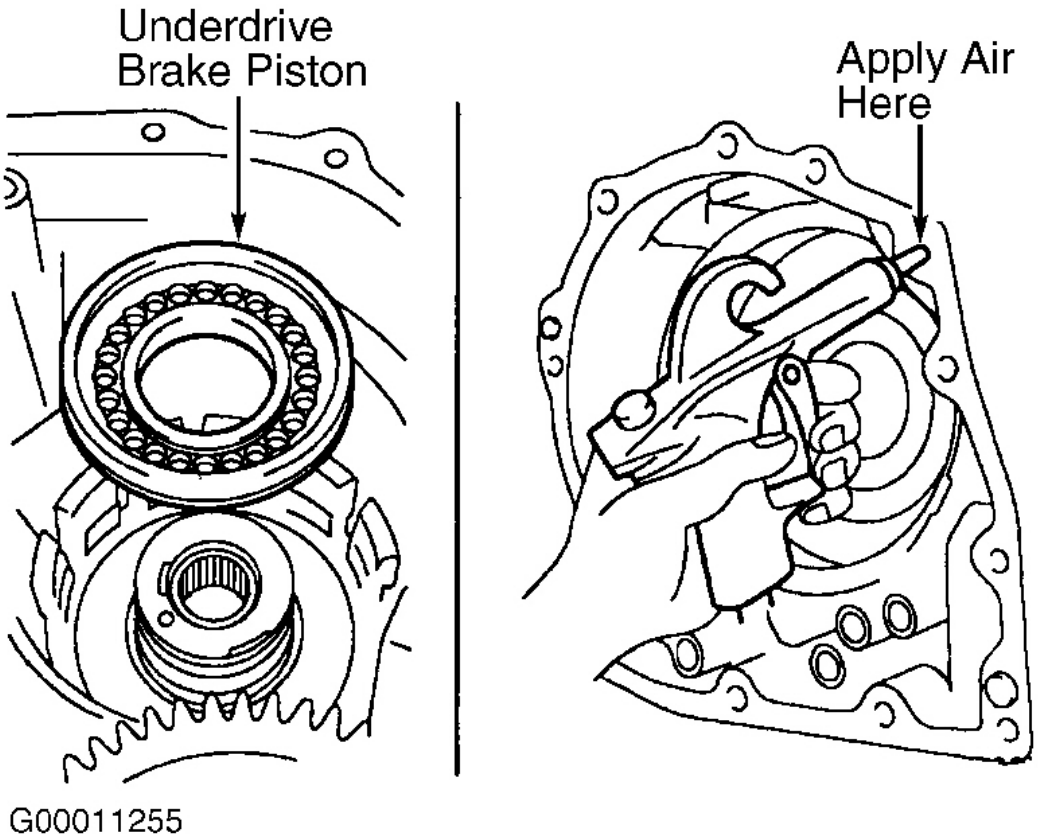

Fig. 29: Removing Underdrive Brake Piston
26. Using a brass drift and hammer, remove bearing inner and outer races. Remove snap ring at underdrive brake piston from transaxle case. Using 57 psi (4 kg/cm_2) of compressed air applied to transaxle case, remove underdrive brake piston from case. See **Fig. 29**. Cover piston with shop towel during removal.